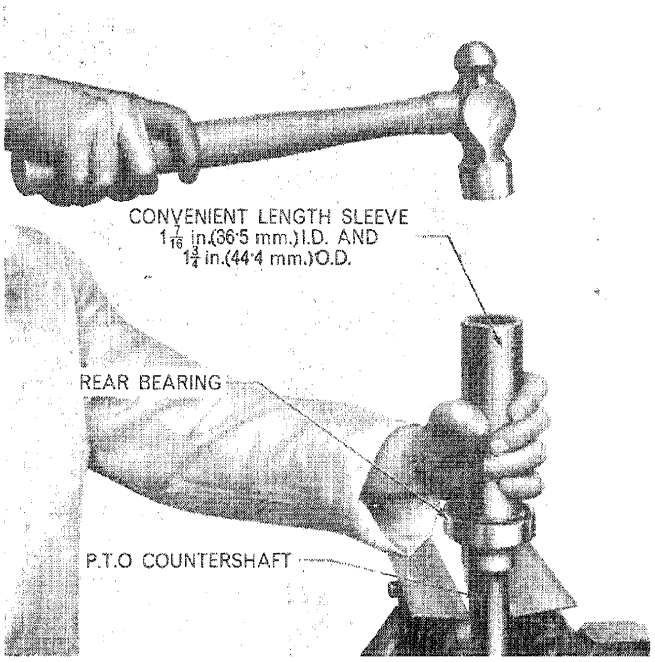

Figure 31
5. Install a new rear bearing to the countershaft using a convenient length sleeve $1\frac{7}{16}$ in. (36·5 mm) I.D. and $1\frac{3}{4}$ in. (44·4 mm) O.D., Figure 31.